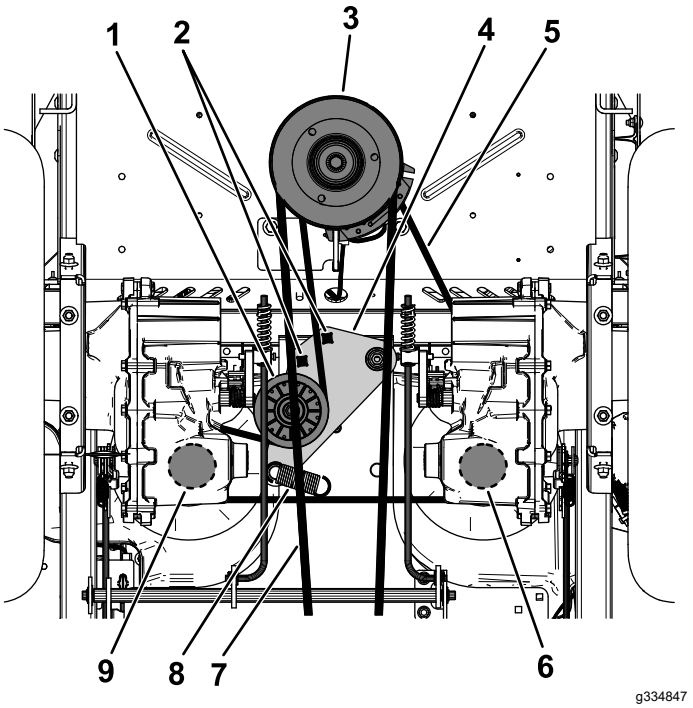

Figure 62
5. Insérez un rochet de 1/2 pouce ou une barre de levier dans l'un des trous carrés du bras de la poulie de tension pour détendre le ressort de la poulie de tension (Figure 62).
6. Retirez la courroie existante de la poulie de tension, des 2 poulies d'entraînement de pompe hydraulique et de la poulie du moteur (Figure 62).
7. Chaussez la courroie neuve sur la poulie de tension, la poulie du moteur et les 2 poulies de la pompe hydraulique (Figure 62).